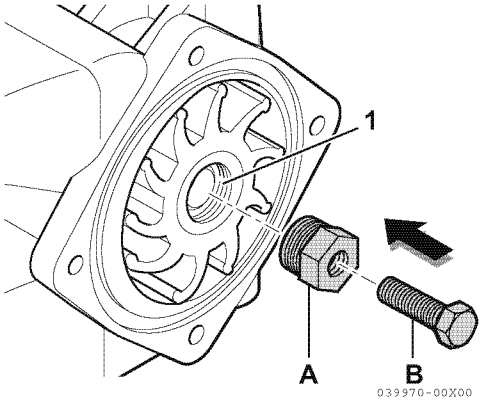
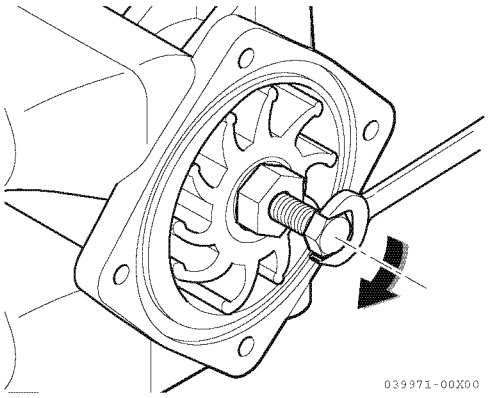

Figur 10
Figur 11
*Merk: Ved utskifting av en brukt impeller med en ny, må pumpehjulet ha M22 × 1,5 gjenger (1, **Figur 10**). Roter M18-skruesiden på impelleren mot dekselsiden, og monter **(Figur 11)**.*